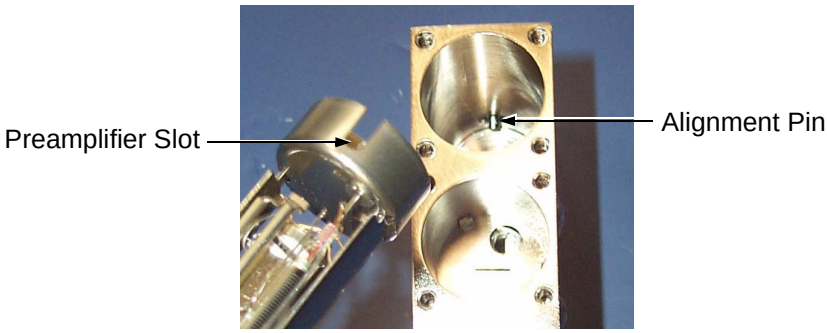

Figure 5-20 Preamplifier Slot and Alignment Pin
1. Hold the preamplifier by the contact pins and place it into the preamplifier cavity of the spectrometer tube body aligning the slot with the alignment pin in the preamplifier cavity (Figure 5-20).